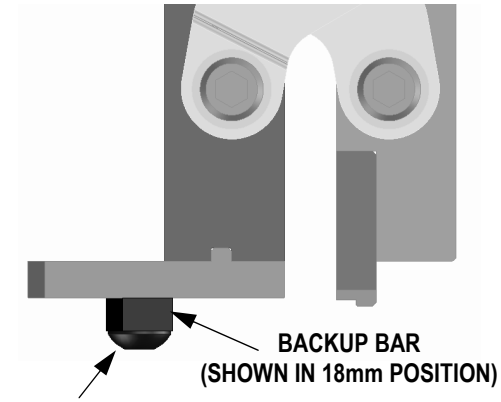

Figure 3
This tool can insert 18mm and 30mm tall memory cards by adjusting the card backup bar. Remove the (2) M5 button head screws and move the bar to the outside set of holes for 30mm card height, or to the inside set of holes for 18mm card height. See Figure 3.